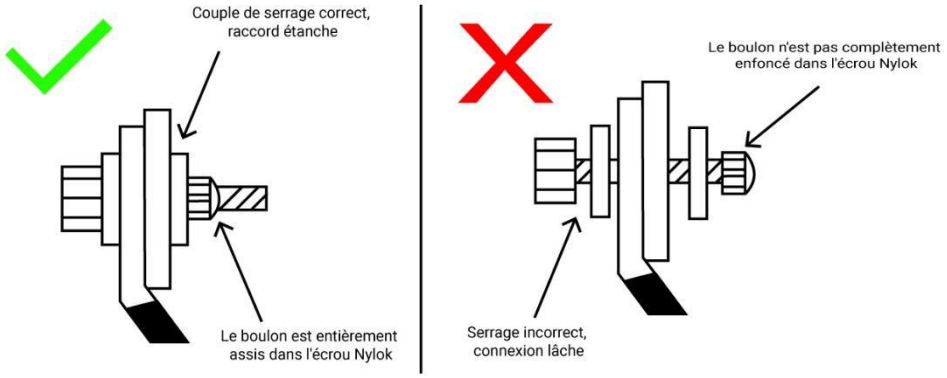

Figure 2 : *Connexions correctes et incorrectes des terminaux*
4. Lors de la connexion aux bornes de votre batterie, **NE SERREZ PAS** à la main. Utilisez une clé dynamométrique pour serrer votre matériel selon les spécifications indiquant entre 9 et 11 ft-lbs (pieds-livres). Si les connexions ne sont pas correctement fixées, d'importants dommages peuvent survenir et votre garantie peut être caduque. La figure 2 ci-dessous illustre les connexions correctes et incorrectes.